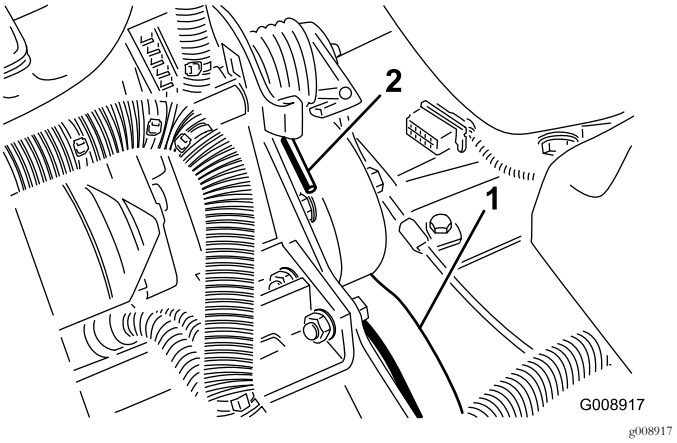

Figur 72
2. Trykk ned og frem på fjærenden (Figur 72) for å hekte den av braketten og frigjøre fjærens spenning.